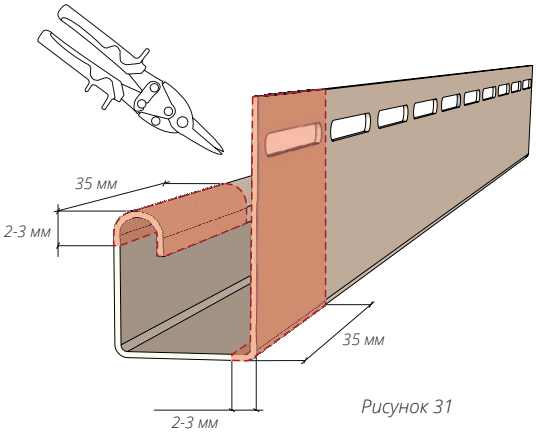
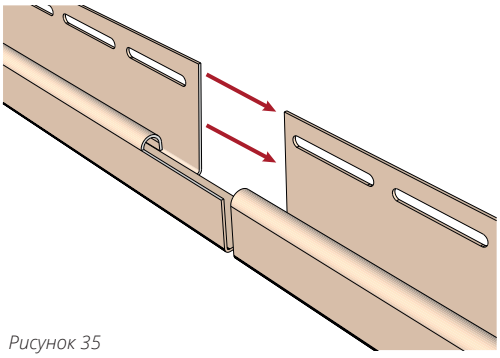

Рисунок 31
Рисунок 35
13.5 В случае если высота угла здания превышает длину J-профилей, образующих внутренний угол, их необходимо подрезать согласно (рис. 31, 32).
14.1 В случае необходимости соединения J-профилей между собой горизонтально, сделайте подрез одного из соединяемых J-профилей согласно рис. 31, 32, далее смонтируйте J-профили, оставив зазор на тепловое расширение 15 мм (рис. 35, 36), соблюдая общие правила монтажа.